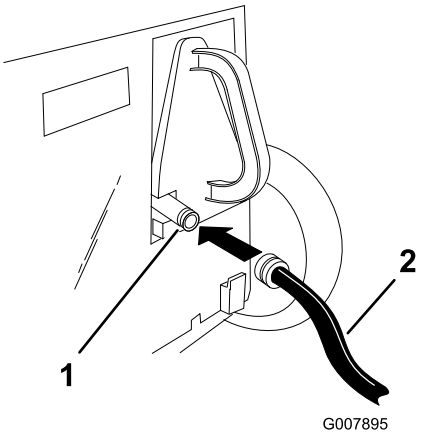

Figur 21
3. Lyft den bakre luckan och fäst kopplingen på gräsklipparens tvättkoppling på återvinningspluggen (Figur 21).